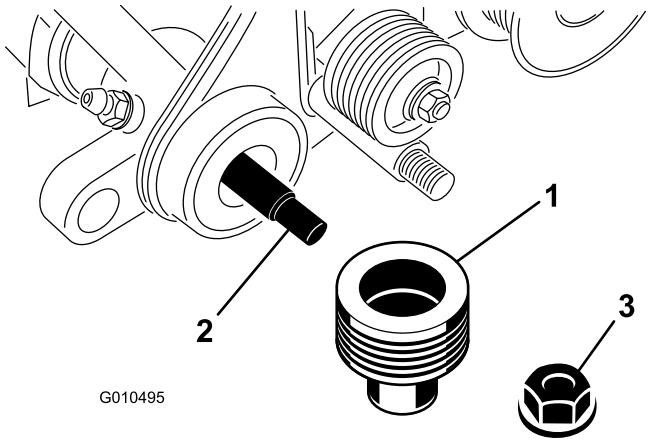

Рисунок 33
6. Снимите контргайку, крепящую ведомый шкив к концу вала механической щетки, и снимите шкив (Рисунок 33).